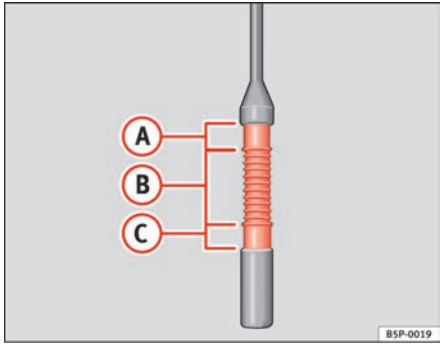

Fig. 163 Engine oil dipstick.
– Then pull it out once more and check the oil level ⇒ fig. 163. Top up with engine oil if necessary.